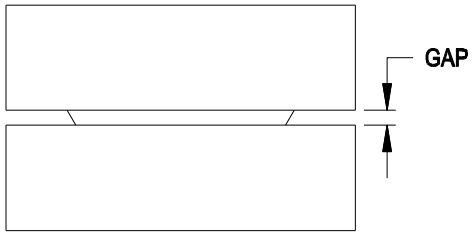

Figure 6 - Gap Inspection
5. Check gap between base and holddown. The gap should be the same size on all sides of the assembly. (Approximately 1/8” to 3/16”.) This can be assured by measuring the distance between the holddown and base at various places around the circumference of the assembly. If the gap is not even, disassemble and carefully inspect all parts. Disc damage may have occurred. Adjust pre-assembly screws if necessary to provide an even gap (See Figure 6).
Check gap between base and holddown (see Fig. 6) after each torque step. Maintain an equal distance between companion flange faces on all sides.